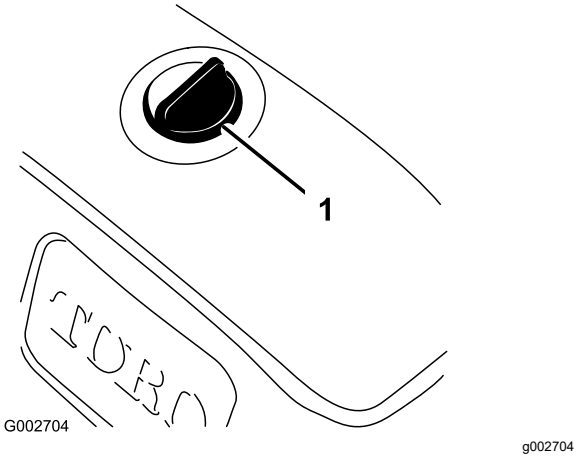

Figur 39
3. Gör rent omkring locket till hydrauloljetanken för att förhindra att skräp kommer in i tanken (Figur 39).